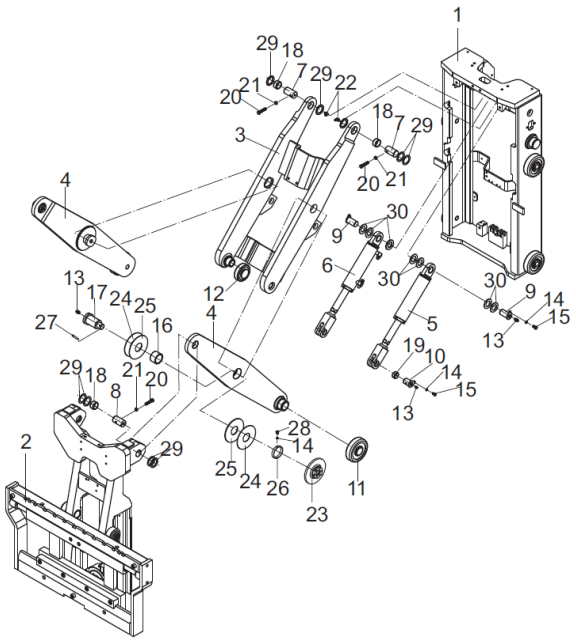

Figure 4-8-10 Structure of telescopic fork assembly
1) Remove the four bolts fixing the backrest (it is not shown figure 4-8-10) to the fork plate then remove the backrest.
2) Remove the fork (it is not shown figure 4-8-10) from the fork carrier.
3) Extend telescopic fork and then place a wood piece of 50×100×200mm on the right channel steel or left channel steel of item 1 as shown in figure 4-8-10.
6) Remove the part 9 and 10 of telescopic cylinder as shown in figure 4-8-10 and then remove the left and right telescopic cylinder.
7) Support the side shifter assembly 2 with lifting equipment or other proper method. After the pix axle 8 as shown in figure 4-8-10 is removed, the side shifter assembly 2 in figure 4-8-10 can be removed. Place the side shifter assembly on the ground horizontally.
8. Lift the inner fork plate with lifting equipment and remove the pin axle 7 as shown in figure 4-8-10.
10) Remove the limit ring 26 and limit pin axle 27 as shown in figure 4-8-10. Remove the lock cover 23 and shim 24.
11) Remove the scissor plate assembly 4 as shown in figure 4-8-10.
When changing the washer 24 and 25 on two sides of scissor plate assembly as shown in figure 4-8-10, apply a thin layer of grease on all surfaces.
Note: 1. If the scissor plate assembly 4 can not be installed into bracket 1 as shown in figure 4-8-10, it means that there is deformation or curve of scissor plate assembly 3,